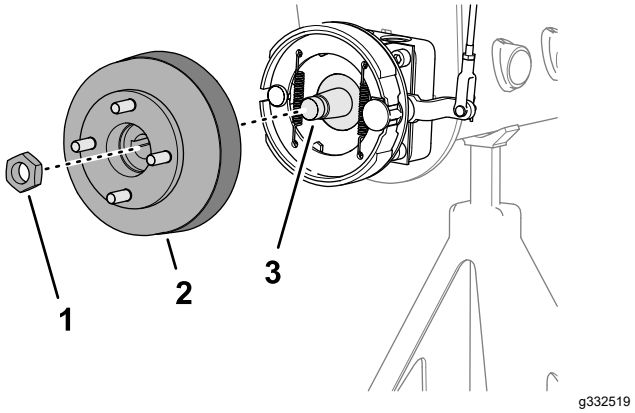
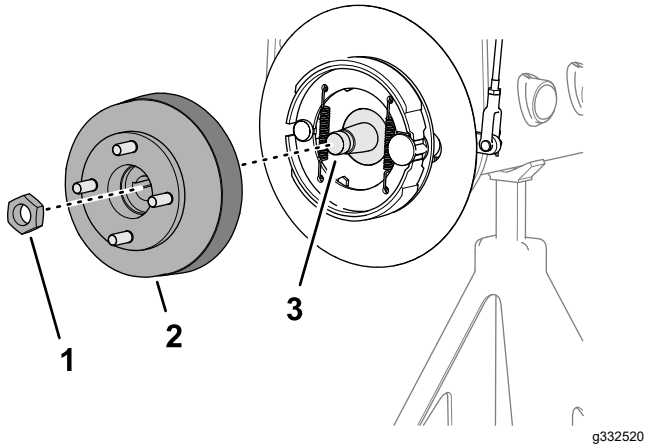

Figur 72
Figur 73
3. Monter hjulnavet og bremsetrommelen på hjulmotorakselen (Figur 72 eller Figur 73).
4. Fest hjulnavet til akselen med låsemutteren (Figur 72 eller Figur 73), og stram for hånd.